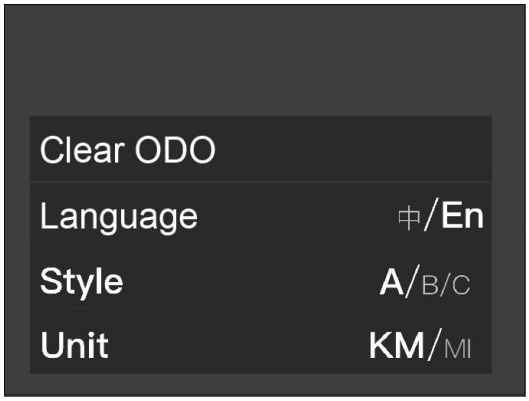
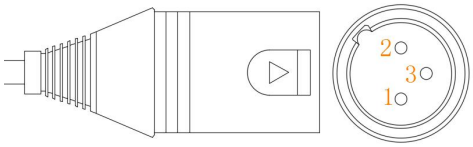
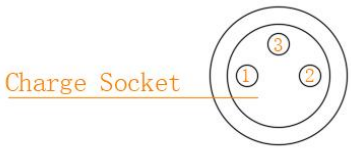

Figure 1 (engineering interface I) Figure 2 (engineering interface II)
Figure1：Charger Plug
Figure2：Battery Charging Socket
① The controller is turned on and the meter display is normal. At the same time, long press the ‘ ’ key and ‘ ’ key for about 3 seconds, the controller sends out 2 beeps after releasing the combination of keys, enter the engineering control interface, such as Figure 1 (engineering interface I), Figure 2 (engineering interface II).
Battery charging method for electric wheelchair: Insert charger plug (Figure 1) into the battery charging socket (Figure 2) of the controller as shown below: